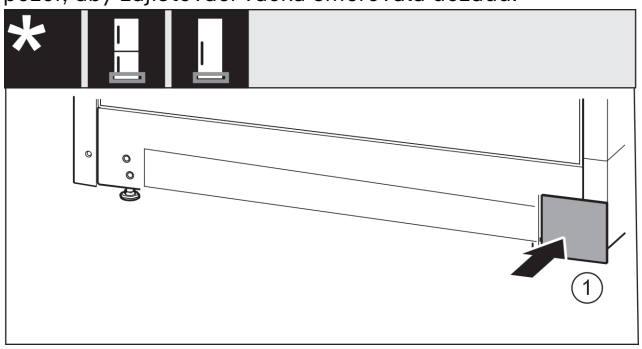

Fig. 21
- ▶ Kryt *Fig. 21 (1)* opět nasaďte na druhé straně.